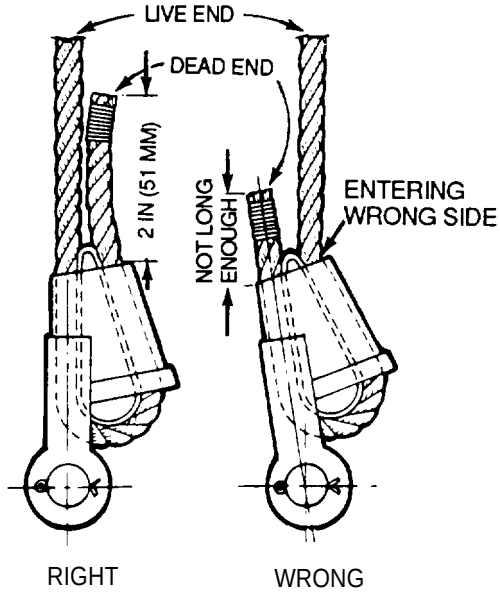

Figure 4-38. *Installing the Wedge Sock et*
3. Place the socket in an upright position and bring the rope around in a large, easy-to-handle loop. Care must be taken to make certain that the live-loaded-side of the rope is in line with the ears (Figure 4-38).